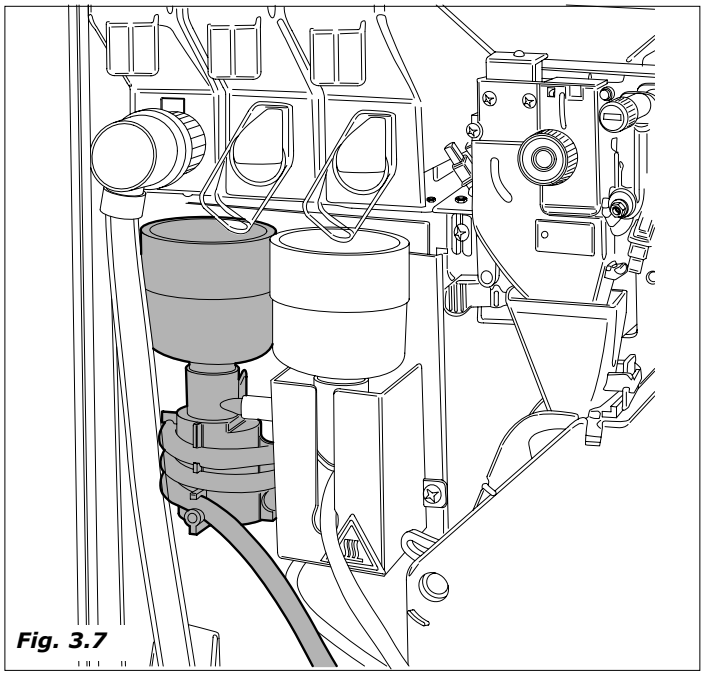

Fig. 3.7
– ativa-se, se presente, o motomisturador *(Fig.3.7)*